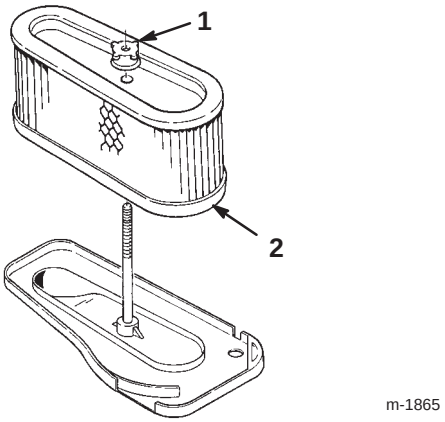

Figure 22
9. Unscrew the rubber nut and remove the paper element (Fig. 22).
2. Screw the rubber nut finger-tight against the air cleaner (Fig. 22).